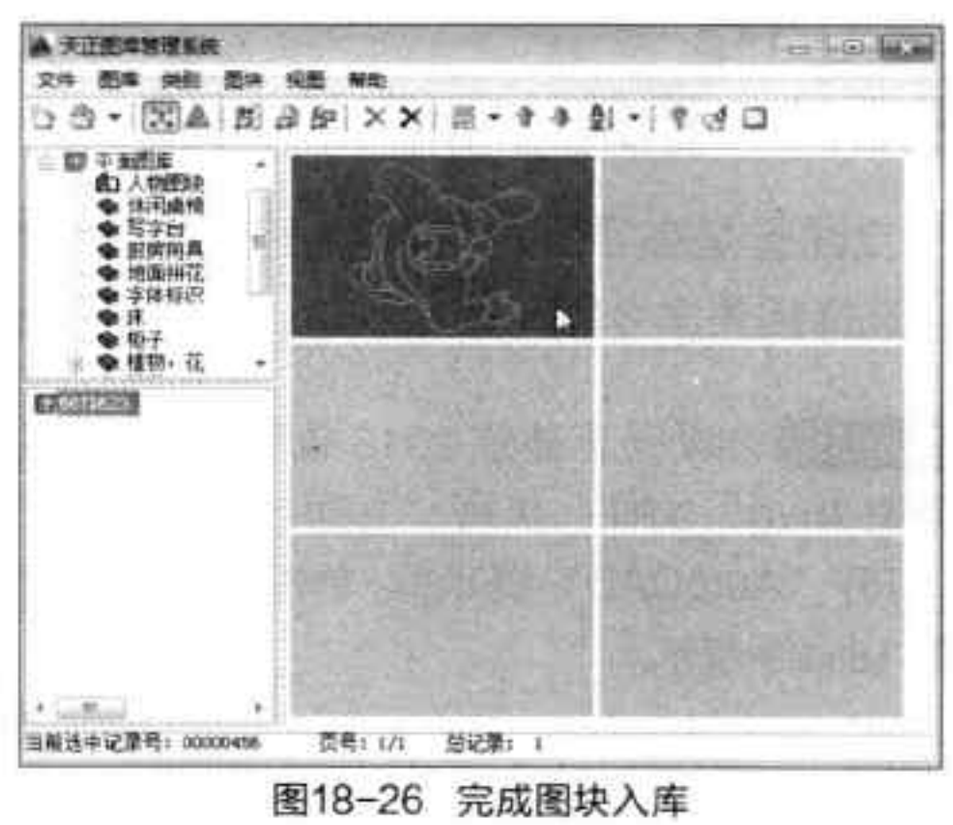

图18-26 完成图块入库
Step 04 根据命令行提示，按三次回车键即可将该图块保存。此时在“天正图库管理系统”中，则可显示刚保存的图块，如图 18-26 所示。